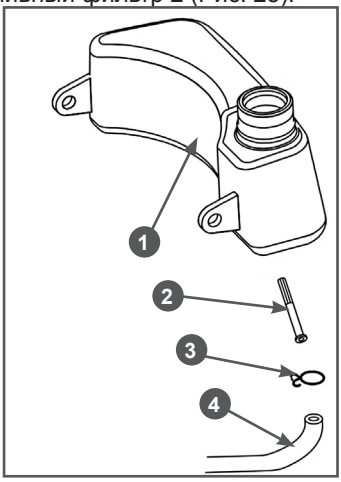

Рис. 23 Обслуживание топливного фильтра
3. Снимите хомут 3 топливного шланга и снимите шланг 4 со штуцера топливного бака 1 (Рис. 23).
5. Извлеките из топливного шланга 4 топливный фильтр 2 (Рис. 23).